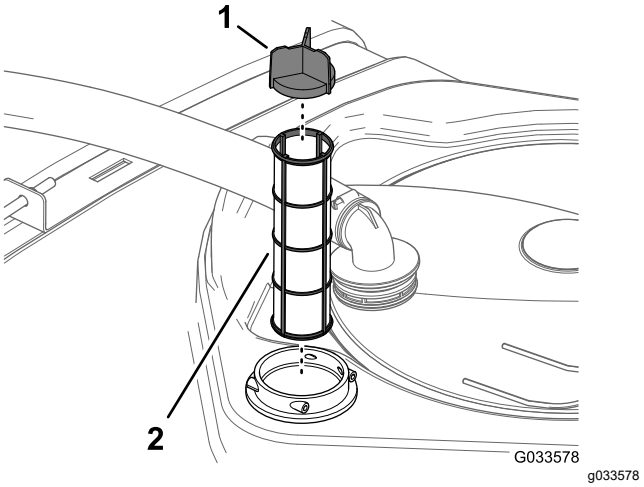

**Figur 55**
4. Dra ut sugfiltret ur filterkåpan i tanken (Figur 55).